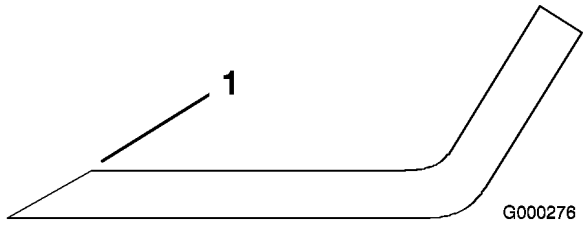

Figur 73
1. Slipa eggarna i båda ändar av kniven med en fil (Figur 73). Behåll ursprungsvinkeln. Kniven behåller balanseringen om samma mängd material avlägsnas från båda eggarna.